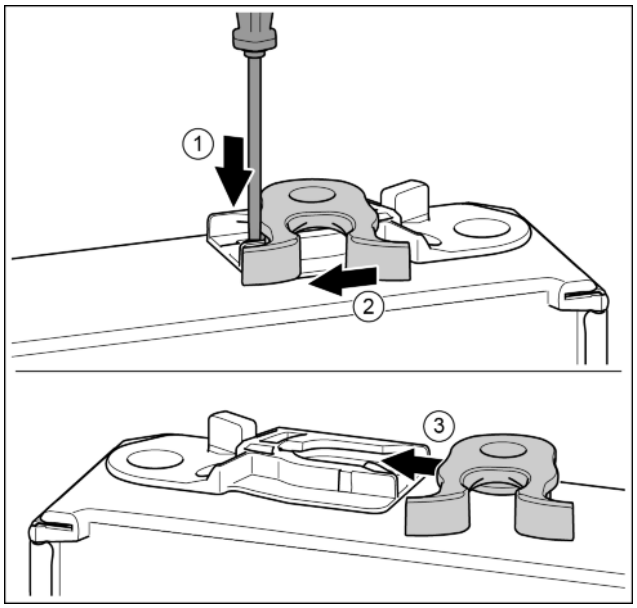

Fig. 13
▶ Нажать накладку шлицевой отверткой вниз. *Fig. 13 (1)*
▶ Запорный крючок вывести из направляющей. *Fig. 13 (2)*
▶ Запорный крючок вставить в направляющую с другой стороны. *Fig. 13 (3)*